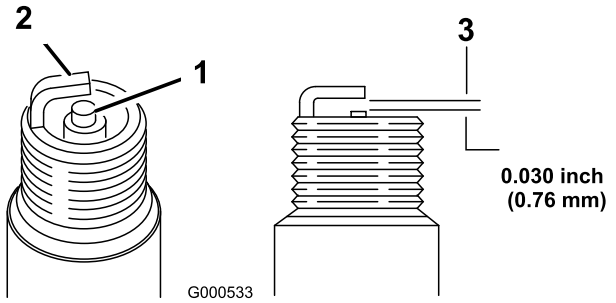

Bild 22
5. Stellen Sie den Elektrodenabstand auf 0,76 mm ein, siehe Bild 22.